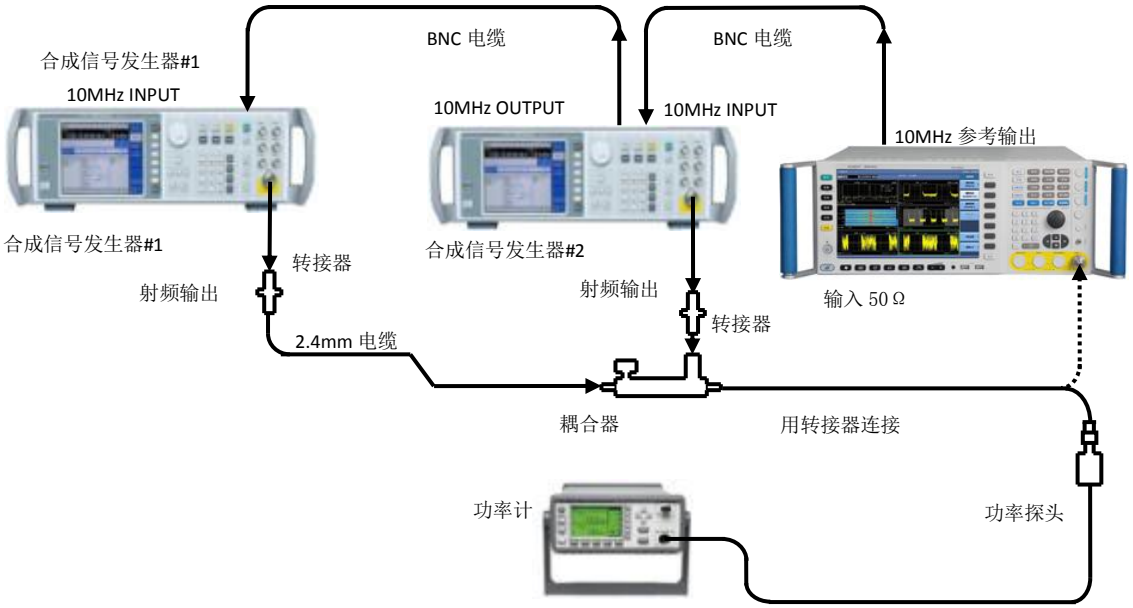

图8.14 1dB增益压缩测试示意图
4） 如图 8.14 实线所示连接仪器，射频定向耦合器输出通过转接器连接到功率传感器。
6) 按图 8.14 所示虚线位置改变测试连接关系，打开合成信号发生器 2#的输出，调整合成信号发生器 2#功率电平使信号峰值在 4051 参考电平下 2～3 格。
10) 如图 8.14 实线所示连接仪器。设置 4051 中心频率 100MHz，1#合成信号发生器频率为 103MHz 和 2#合成信号发生器频率为 100MHz。
13) 如图 8.14 实线所示连接仪器。设置 4051 中心频率 2000MHz，1#合成信号发生器频率为 2.003GHz 和 2#合成信号发生器频率为 2GHz。
17) 如图 8.14 实线所示连接仪器。设置 4051 中心频率 5GHz，1#合成信号发生器频率为 5.003GHz 和 2#合成信号发生器频率为 5GHz。
21) 如图 8.14 实线所示连接仪器。设置 4051 中心频率 15GHz，1#合成信号发生器频率为 15.003GHz 和 2#合成信号发生器频率为 15GHz。